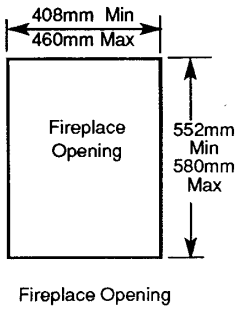

Fig. 2
1. Any chairbrick must be removed if necessary to achieve the minimum depth. The fireplace opening must be a minimum of 408mm (16 $^{1}/_{16}$ in) wide (Fig. 2).